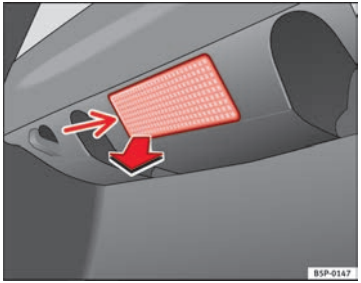

Fig. 196 Luggage compartment light
- Remove the bulb by pressing on the inside edge of this -arrow- using the flat side of a screwdriver ⇒ fig. 196. ▶